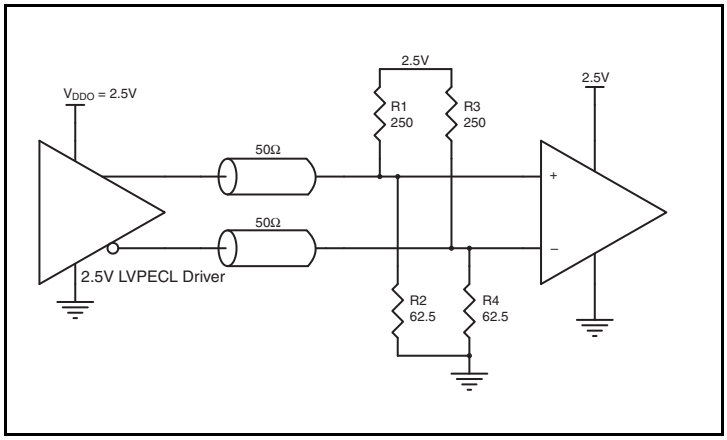
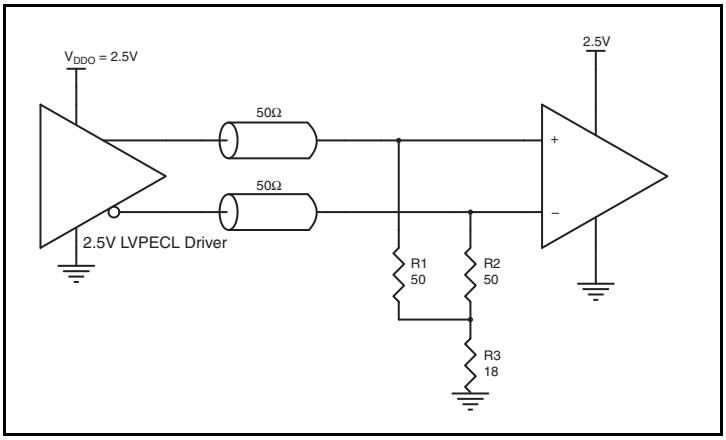
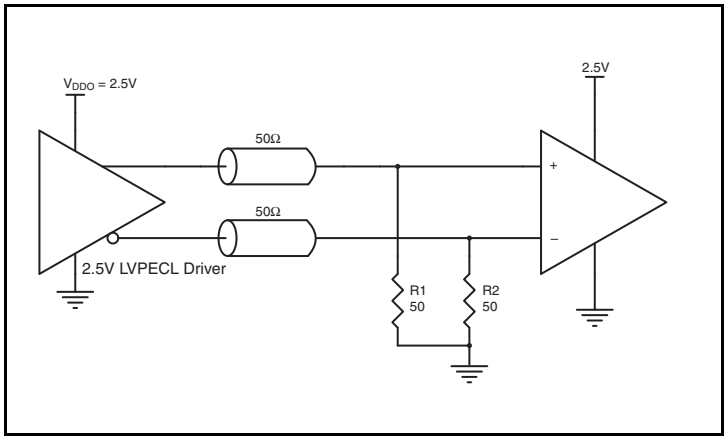

**Figure 9A. 2.5V LVPECL Driver Termination Example**
**Figure 9B. 2.5V LVPECL Driver Termination Example**
**Figure 9C. 2.5V LVPECL Driver Termination Example**
*Figure 9A* and *Figure 9B* show examples of termination for 2.5V LVPECL driver. These terminations are equivalent to terminating 50Ω to $V_{DDO} - 2V$. For $V_{DDO} = 2.5V$, the $V_{DDO} - 2V$ is very close to ground level. The R3 in Figure 9B can be eliminated and the termination is shown in *Figure 9C.*